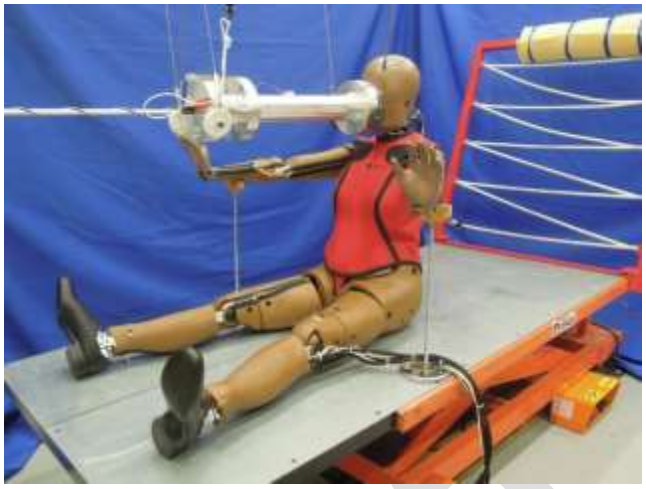

Figure 2-1. Initial setup for the face disk impact test.
2.5.1 Seat the dummy on a horizontal surface (±0.5°) with no back support, with all limbs extended horizontally and forward parallel to the midsagittal plane. The midsagittal plane shall be vertical within ±1 degree (Figure 2-1).
2.5.2 Support the forearms in a fully-extended orientation, palmside of the hands down, with hands angled upwards to minimize interference with the arm supports (Figure 2-1). The inability to hold this position indicates that the arm and shoulder joint torques are not set properly.